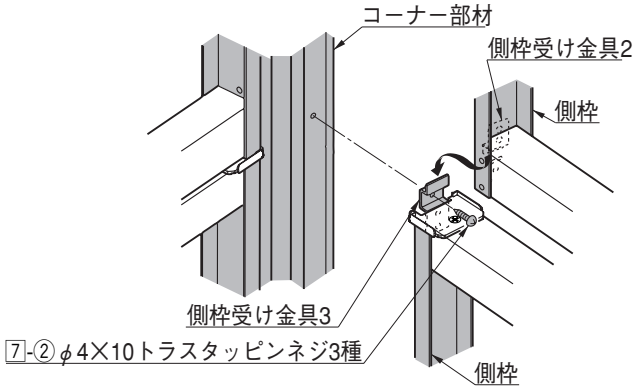
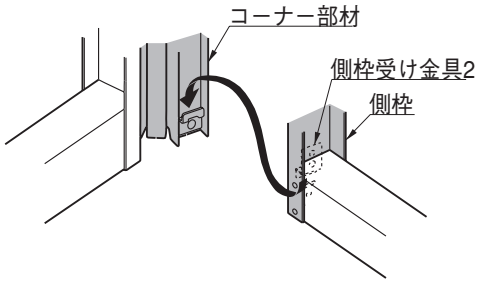

図11-8　E部詳細図
図11-9　F部詳細図
❽コーナー部材に下段ユニットパネルをのせて、7-②で連結してく ださい。（図11-8、図11-9参照）
❿上段ユニットパネルを下段ユニットパネルにのせて7-②で固定 してください。（図11-7、図11-8参照）